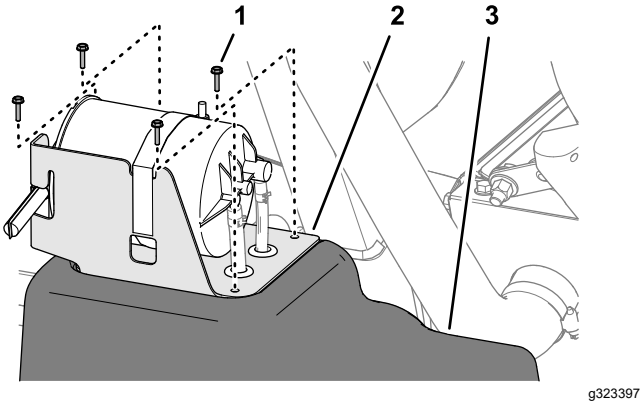

Figuur 89
5. Lijn de gaten in de beugel van de koolstofhouder uit met de gaten in de brandstoftank (Figuur 89).
6. Monteer de beugel aan de tank (Figuur 89) met de 4 schroeven (nr. 10 x ¾")